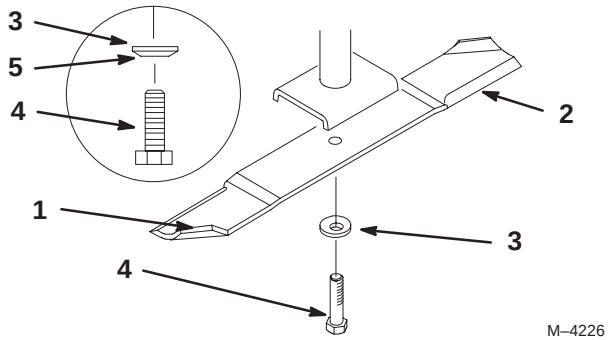
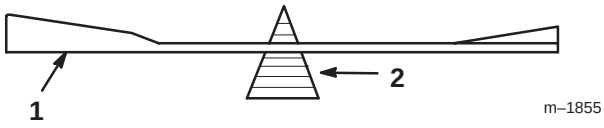

Figure 35
Figure 37
Hold the blade end using a rag or thickly-padded glove. Remove the blade bolt, spring disk, and blade from the spindle shaft (Fig. 35).
2. Check the balance of the blade by putting it on a blade balancer (Fig. 37). If the blade stays in a horizontal position, the blade is balanced and can be used. If the blade is not balanced, file some metal off of the end of the sail area only (Fig. 35). Repeat this procedure until the blade is balanced.
1. Install the blade onto the spindle shaft (Fig. 35).
2. Install the spring disk and blade bolt. The spring disk cone must be installed toward the bolt head (Fig. 35). **Torque the blade bolt to 85–110 ft.-lb. (115–150 N·m).**